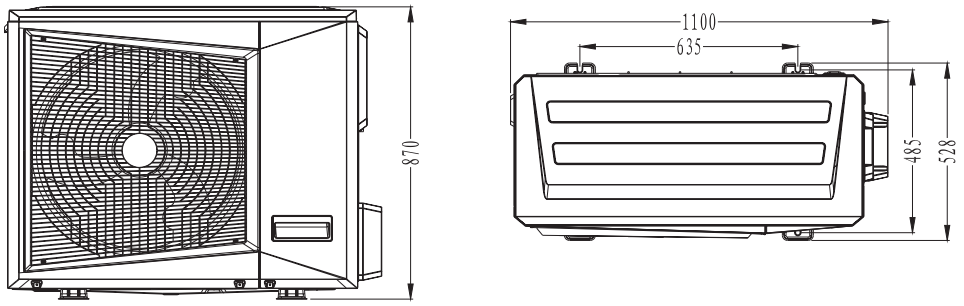

Рис. 3-1. Розміри зовнішнього блока
1) Рис. 3-1 застосовується для моделей потужністю 12,5 кВт (200 В-220 В), 14 кВт, 16 кВт.